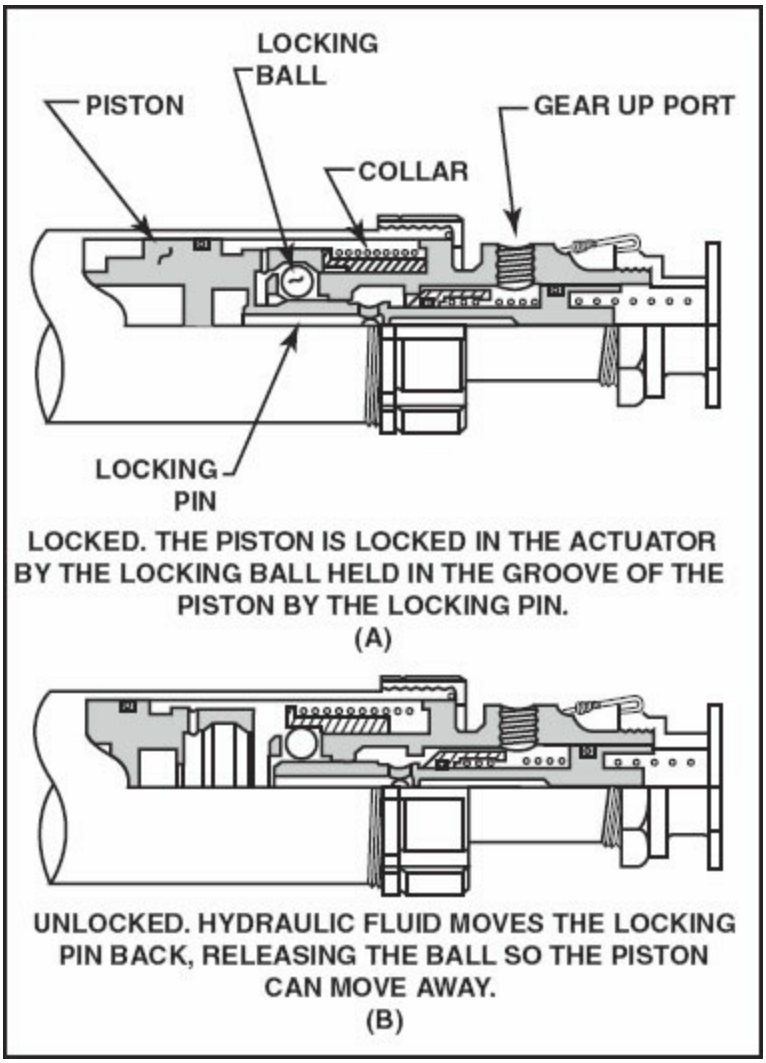

Figure 8-62. This actuator incorporates a locking ball that allows the cylinder to be locked in the extended or retracted positions.
Some actuators incorporate a means for locking the piston at the end of its travel. When the piston is in its retracted position, the landing gear is down and locked. The locking pin holds the locking ball in the groove in the piston so the piston cannot move out of the cylinder. [Figure 8-62, view (A)]
and prevents its extending until the gear is lowered. The piston forces the collar back, allowing the ball to release the locking pin. This in turn locks the ball into the groove in the piston. [Figure 8-62, view (B)]